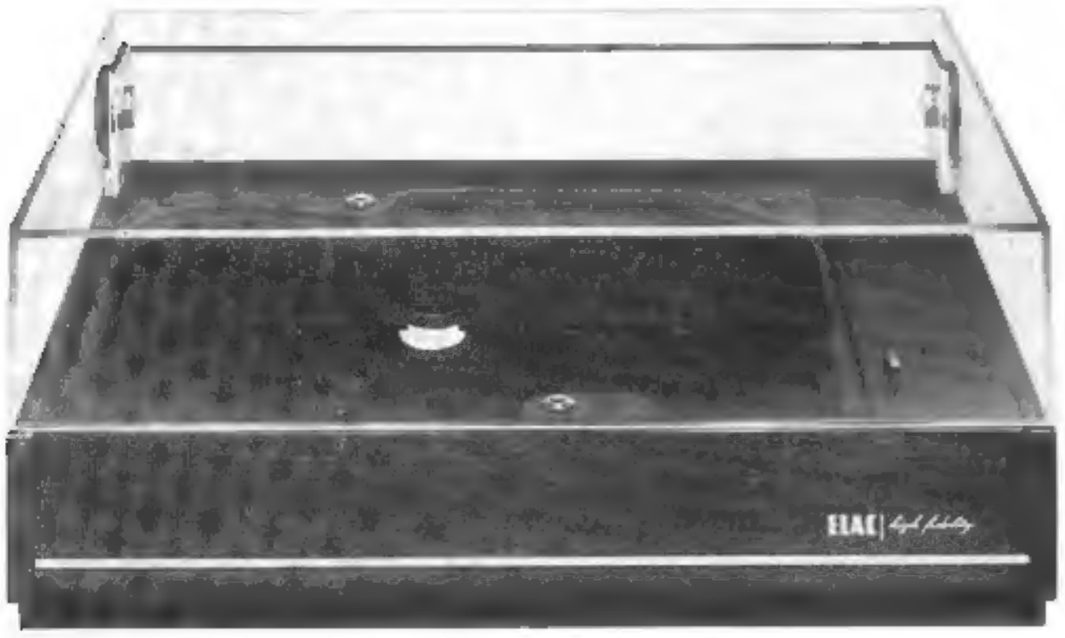

Fig. 22 **ELAC 700**
5.5 Schatulle ELAC 700 (Fig. 22)
5.5 Strong-Box ELAC 700 (Fig. 22)
5.5 Boîtier ELAC 700 (Fig. 22)